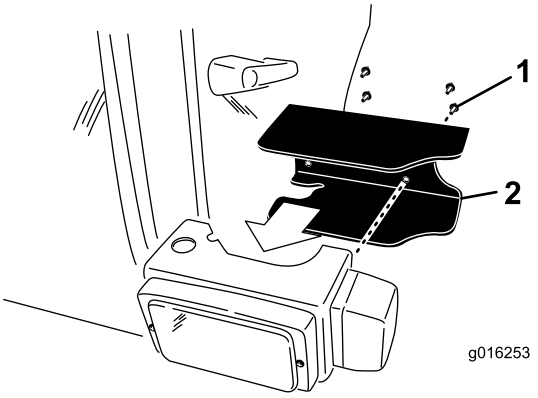

Figura 11
- Montate un carter del faro sul retro di ciascun faro con (2) viti da 1/4 x 5/8 poll. (Figura 11).